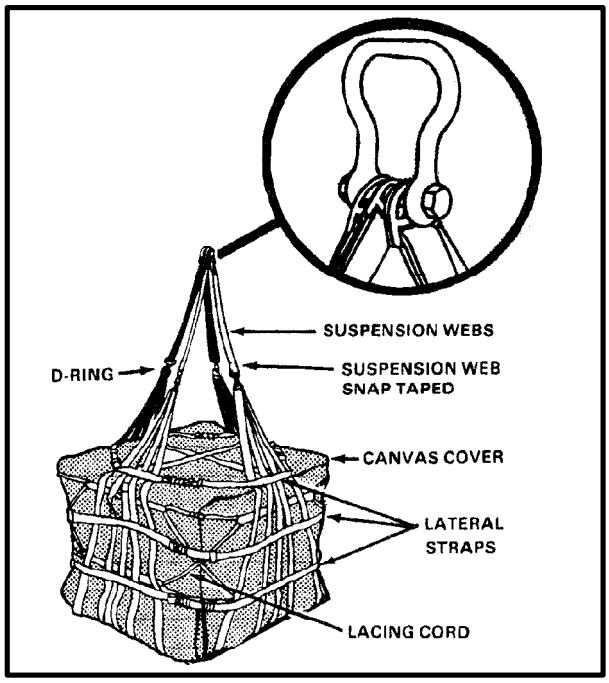

*Figure 8-6. Upper Sling and Medium Clevis*
**g. Attaching the Suspension Clevis.** Attach the four suspension web strap D-rings to a medium clevis in a clockwise sequence. Tape the nut with pressure sensitive tape. Each strap can have a maximum of one twist to connect to the clevis (Figure 8-6).